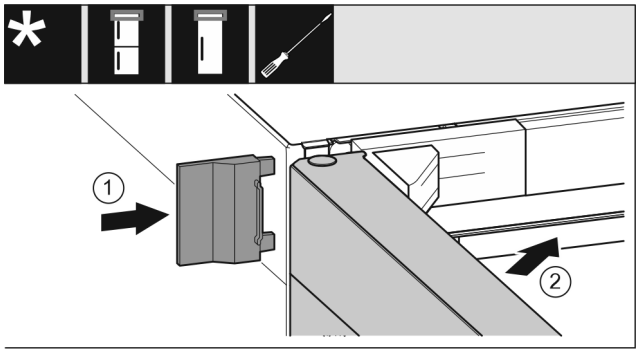

Fig. 23
- ▶ Push the outer cover *Fig. 23 (1)* on.
- ▶ Close the upper door *Fig. 23 (2)*.